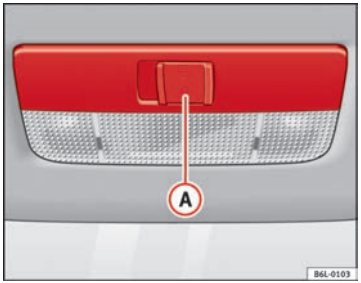

Fig. 63 Interior roof trim: front interior lighting
The switch (A) ⇒ Fig. 63 is used to select the following positions:
Move the switch to position O ⇒ Fig. 63.